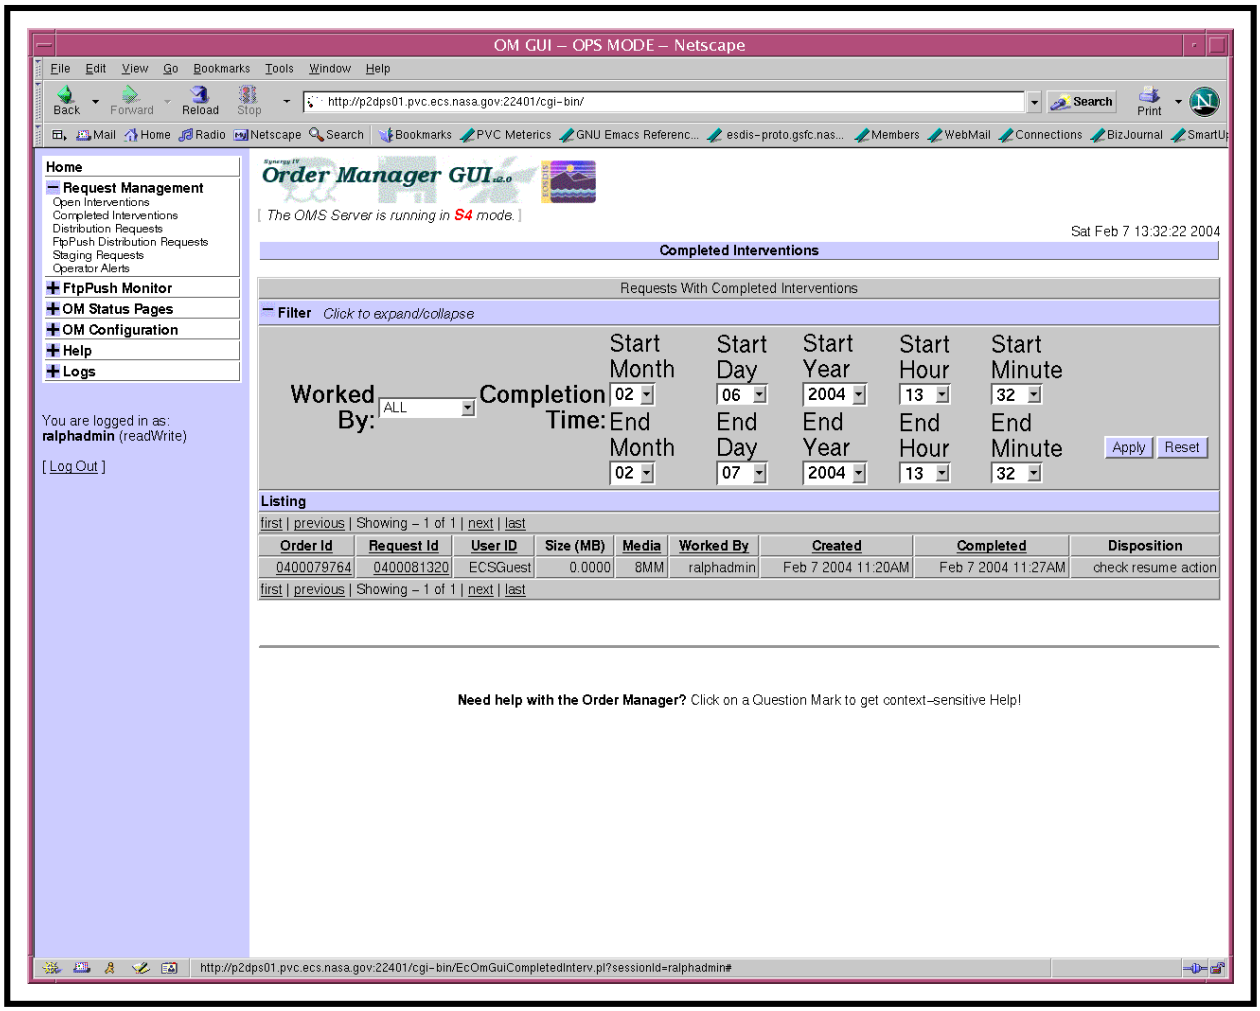

Figure 47. Completed Interventions Page (Filters Expanded)
- The filters are displayed on the **Completed Interventions** page (as shown in Figure 47).